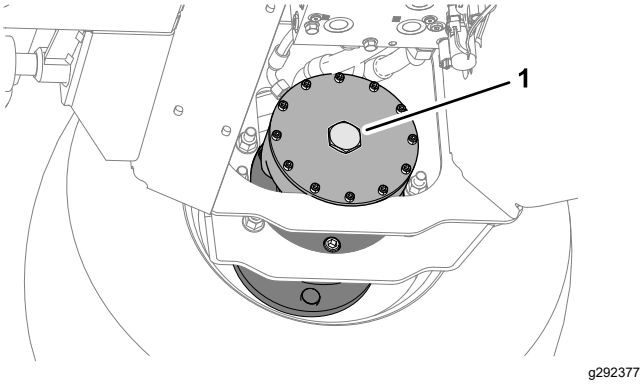

Figur 35
6. Fjern den sekskantede prop på samlingen af højre forhjuls motorbremse (Figur 35).